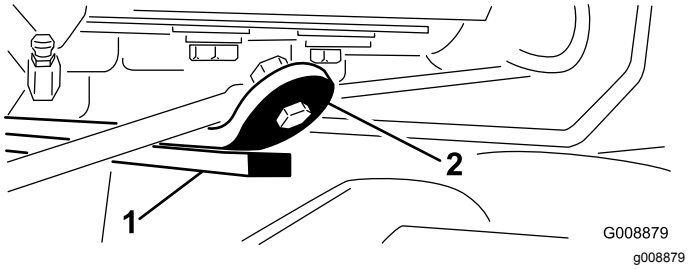

Figur 28
3. Start motoren, hæv løftearmene, og sørg for, at afstanden mellem slidbåndet oven på slidstangen på den bageste klippeenhed og kofangerbåndet måler 0,51-2,54 mm som vist i Figur 28.